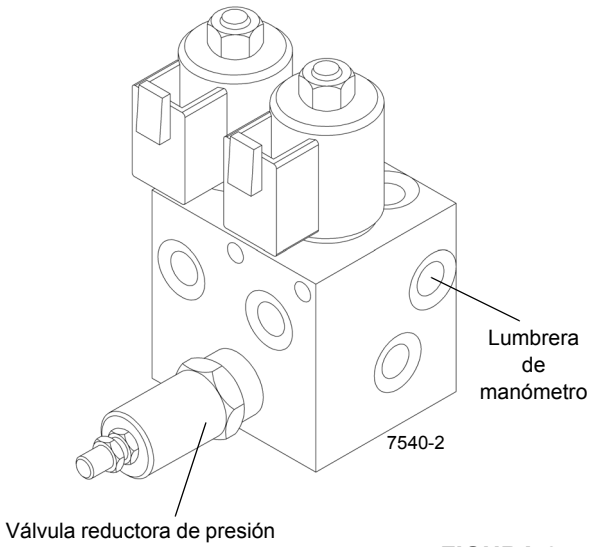

FIGURA 2-7
1. Instale el acoplador de desconexión rápida para diagnóstico con manómetro en la boquilla de la lumbrera de prueba de la válvula de suministro piloto del freno de giro (Figura 2-7).